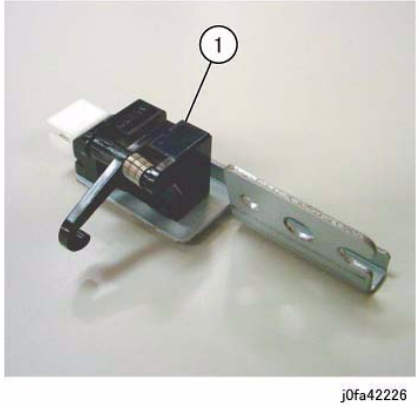

Figure 4 Removing the Finisher Entrance Sensor
8. Remove the Finisher Entrance Sensor (Figure 4):